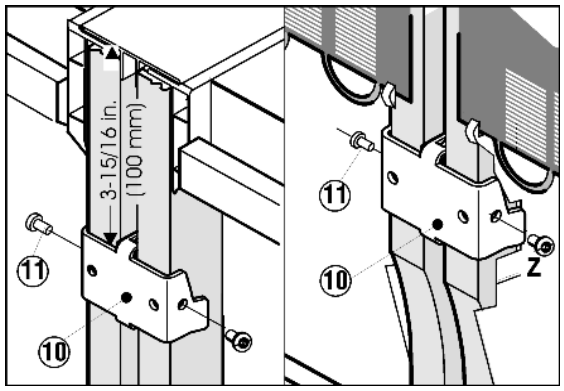

Fig. 14
- On the back, position the wide mounting brackets *Fig. 14 (10)*, one at the top and one at the bottom.
- Insert the lower mounting bracket into the appropriate recess (Z).
- Secure the two mounting brackets *Fig. 14 (10)* on the side using hex head screws *Fig. 14 (11)*.